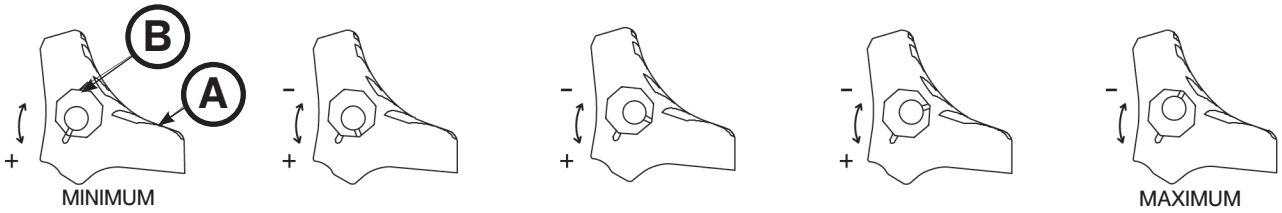

Figure 70
1. Using the 5/32” hex wrench and 7/16” combination wrench or socket, remove the socket screw from the center of the lock pedal. The wheel lock is initially assembled with the pedal set at the minimum locking force. The marker on the pedal (A) is aligned with the marker on the octagonal sleeve (B) (Figure 70).
2. Remove the sleeve (B). Rotate the sleeve counterclockwise to increase the pedal locking force and clockwise to decrease the locking force. Insert the sleeve into the pedal (Figure 70).